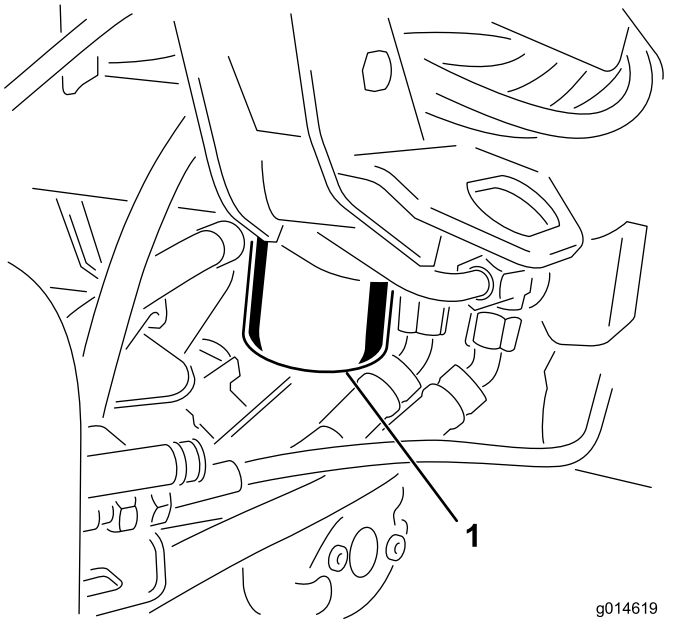

Figure 45
1. Nettoyez la zone autour de la surface de montage du filtre (Figure 45). Placez un bac de vidange sous le filtre et enlevez le filtre.